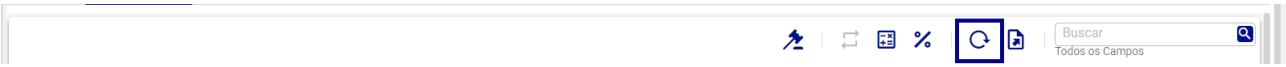

Figura 169: Atualizar
- **Atualizar (Figura 169):** Recarrega os dados exibidos na tela.